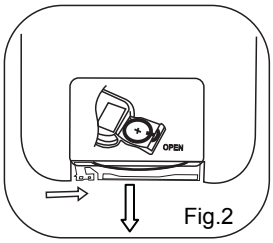

Fig.2
- Sortez le support de la pile, comme illustré dans la Fig. 2.